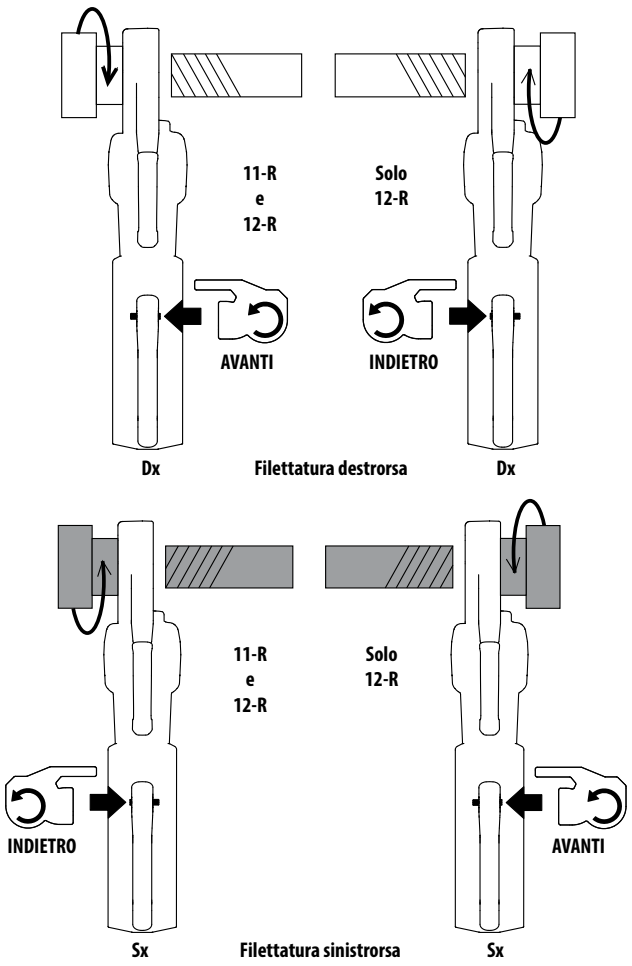

Figura 9 – Orientamento Interruttore scorrevole Avanti/ Indietro / Testa di filettatura
7. Posizionare l'interruttore scorrevole Avanti/indietro dell'unità di trasmissione per la filettatura destrorsa o sinistrorsa. *Vedere la Figura 9*.